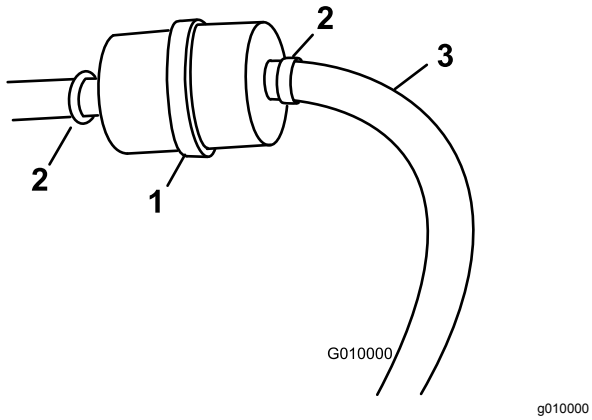

Figur 17
3. Plasser en ren beholder under drivstoffilteret (Figur 17).